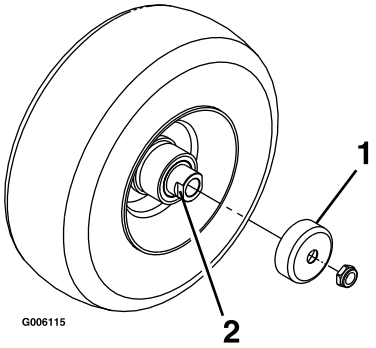

Rysunek 42
3. Zdejmij osłony uszczelek z piasty koła (Rysunek 42).